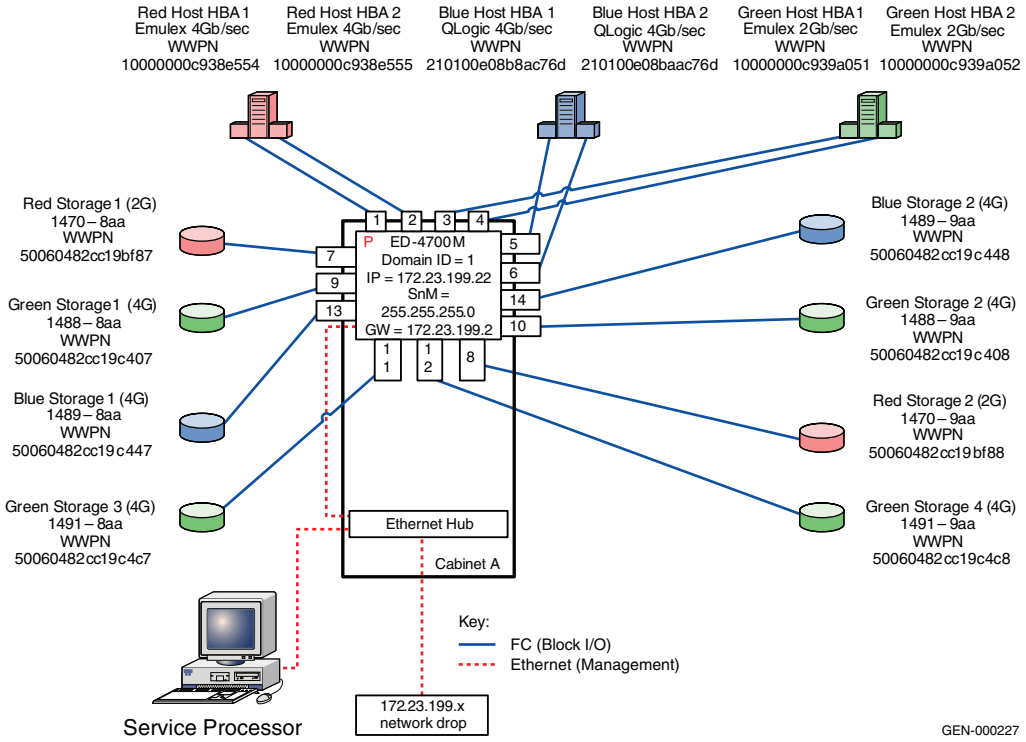

Figure 4 **Single switch fabric built with a DS-4700M**
Figure 4 illustrates a single switch fabric built with a DS-4700M.
a. Attach fiber cable between the switches as shown in Figure 4 on page 63.